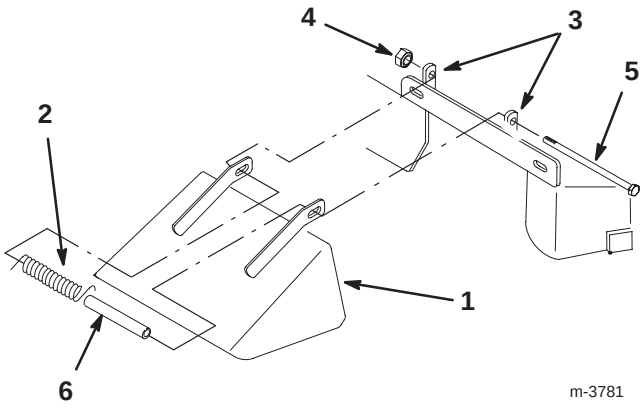

Figure 61
3. Remove the locknut, bolt, spring, and spacer that hold the deflector to the mounts (Fig. 61).
4. Straighten the deflector mounts if they are bent (Fig. 61).
8. Ensure that there is downward spring force on deflector (Fig. 61).
9. Tighten the bolt and locknut until they lightly contact the pivot brackets (Fig. 61).